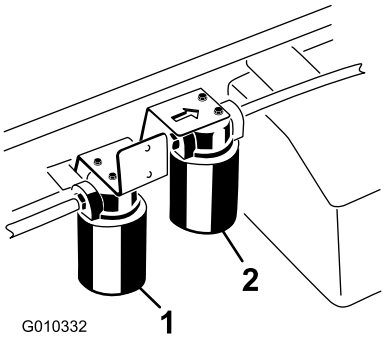

**Figur 74**
3. Ställ ett avtappningskärl under filtret och ta bort filtret (Figur 74).
1. Rengör runt området där högflödesfiltret monteras (Figur 74).